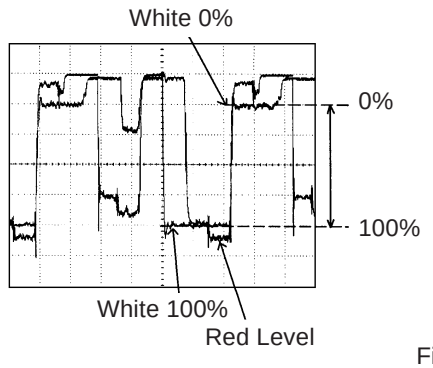

Fig. 2-3
5. Press the VOL. UP/DOWN button on the remote control until the red color level is adjusted to 110% of the white level. **(Refer to Fig. 2-3)**